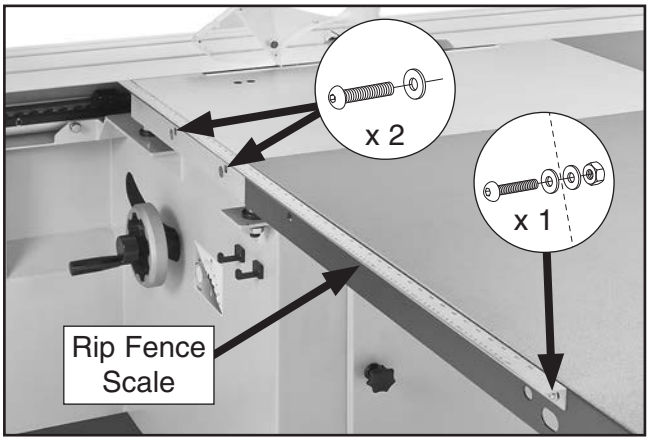

Figure 30. Rip fence scale attached flush with top edge of cast-iron table and large extension table.
17. Attach rip fence scale flush along top edge of cast iron table and large extension table (see **Figure 30**) with (3) M6-1 x 12 button head cap screws, (4) 6mm flat washers, and (1) M6-1 hex nut.